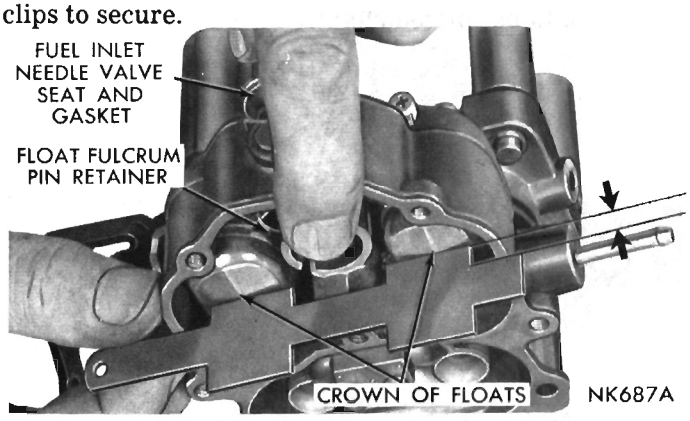

Fig. 11—Checking Float Setting
(1) Install floats with fulcrum pin and pin retainer in main body.
(2) Install needle, seat and gasket in body and tighten securely.
(3) Invert main body (catch pump intake check ball) so that weight of floats **only,** is forcing needle against seat. Hold finger against retainer to fully seat fulcrum pin.
(4) Using Tool T-109-282 or a "T" scale, check the float, (Fig. 11). There should be 1/4 inch from surface of fuel bowl to crown of each float at center.